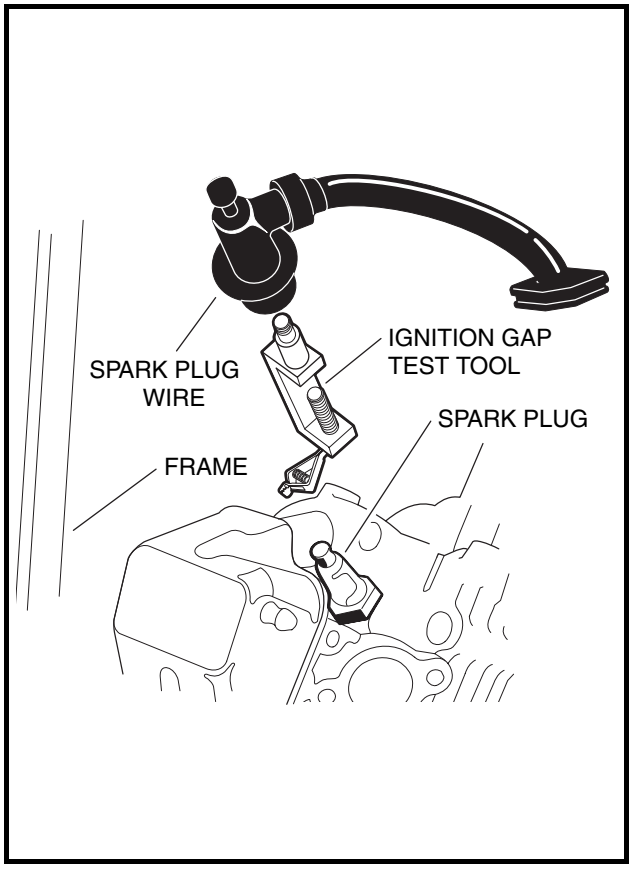

Figure 11-23 Ignition Spark Test
2. Remove the plug wire from the spark plug. Using an ignition spark gap test tool (Thexton 404® or equivalent), check for correct spark **(Figure 11-23, Page 11-27)**.